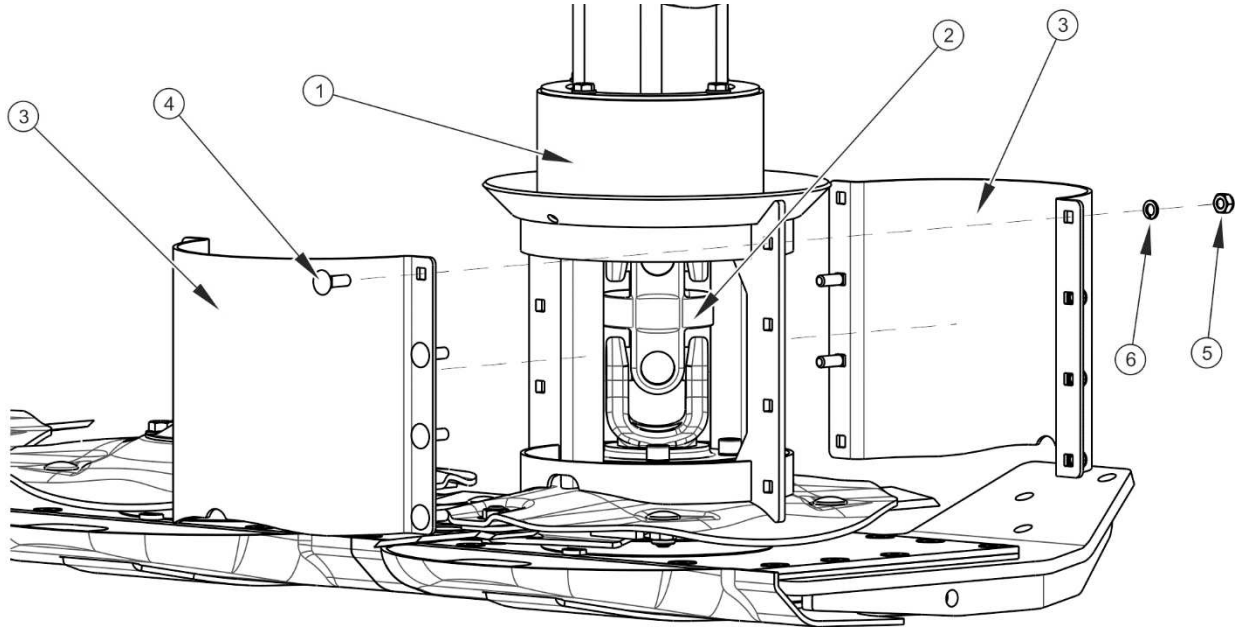

**РИСУНОК 5.8 Очистка и смазка приводного диска**
Чтобы косилка работала надлежащим образом, необходимо регулярно очищать и смазывать шарнирный шпиндель приводного диска (1) (РИСУНОК 5.8). Отсутствие